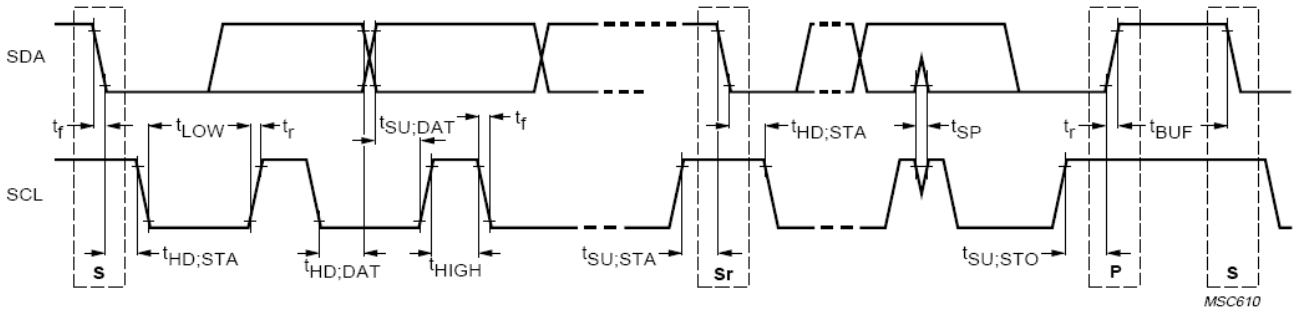

**Figure 3. AC Characteristics**
5. Refer to Figure 3 for more information on AC characteristics